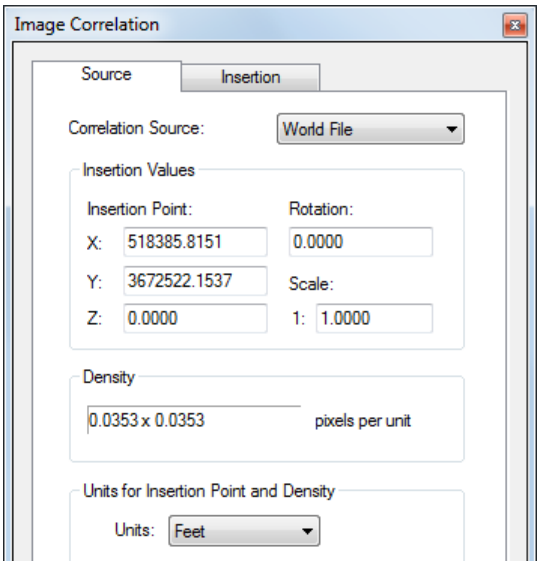

Figure 3-77 *Partial view of the* ***Image Correlation*** *dialog box*
4. In the **Source** tab of the **Image Correlation** dialog box, select the **World File** option from the **Correlation Source** drop-down list if not selected. Make sure the values of the parameters in the **Source** tab of the dialog box are set, as shown in Figure 3-77.